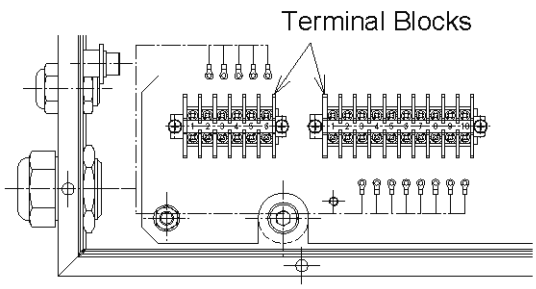
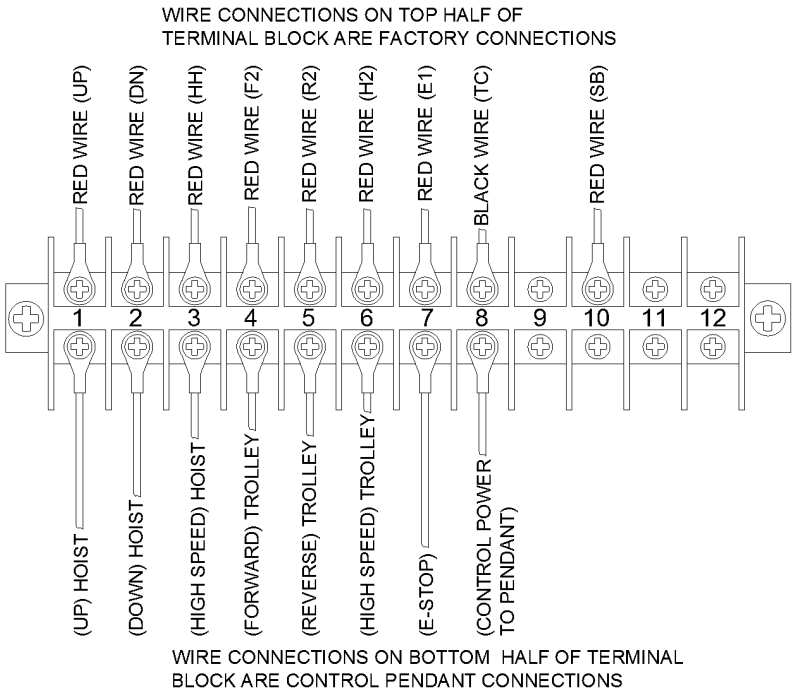

Figure 3-12 Pendant Terminal Block Location
Figure 3-13 Pendant Terminal Connection
1) Refer to **Figure 3-12**, **Figure 3-13** and the hoist wiring diagram for pendant connections.
5) Access to terminal strip: The terminal block/strip is mounted to the left of the VFD in the control box, as shown in **Figure 3-12**.
6) Connect the individual pendant leads to the correct terminals as shown in **Figure 3-13**. Make sure the terminals are securely tightened and each lead is completely isolated.